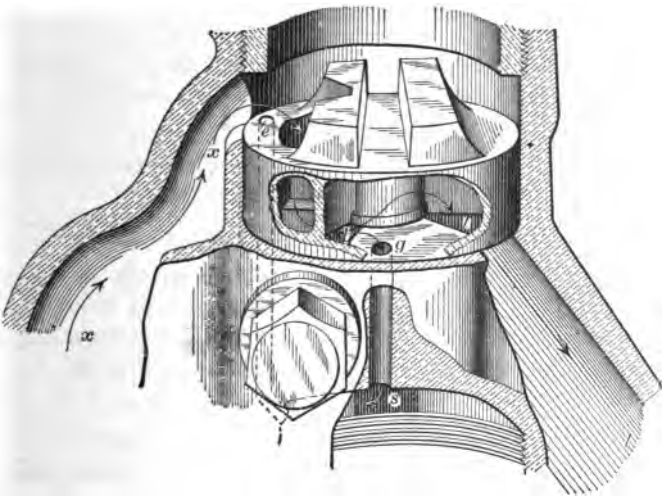

FIG. 20.—SHOWING FLOW OF AIR THROUGH BRAKE VALVE WHEN IN FULL RELEASE POSITION.
A. In this position the main reservoir pressure enters the valve at *X*, passes through port *A*, port *a* of the rotary 14, port *b* of the rotary seat 3 (Figs. 20, 21 and 23), up into cavity *c* of the rotary and through port *l* into the train-line at *Y*. As the air passes through cavity *c* of the rotary on its way to the train-line, it is free to pass through port *g* (Fig. 21) into cavity *D*. In this position, port *j* of the rotary (Fig. 26) is over port *e* in the rotary seat (Fig. 21) also leading to the little drum, or cavity *D*.
*Q. What is the valve shown in Fig. 20?*